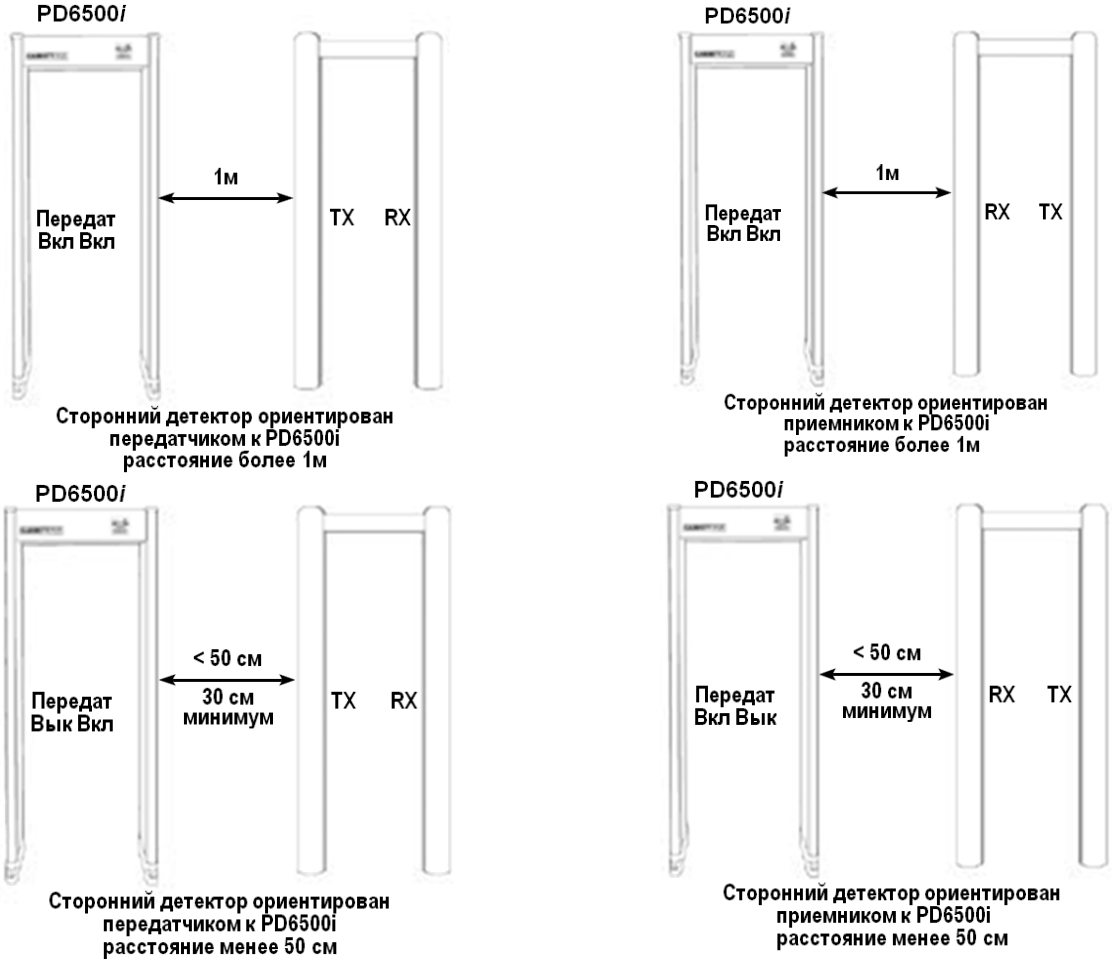

Рисунок 2- 12
- PD6500i используется в комбинации **с металлодетекторами сторонних производителей**. (См. Рисунок 2- 12)